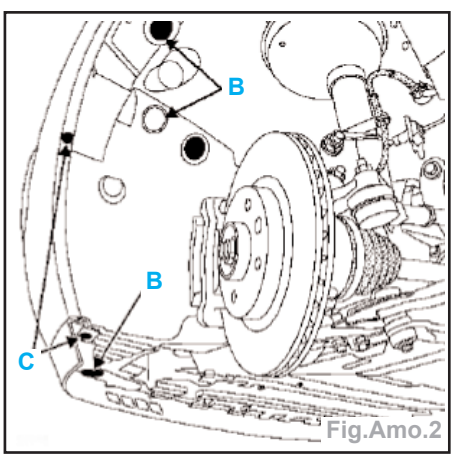

Fig.Amo.2
• les 3 agrafes (**B**) (Fig.Amo.2),